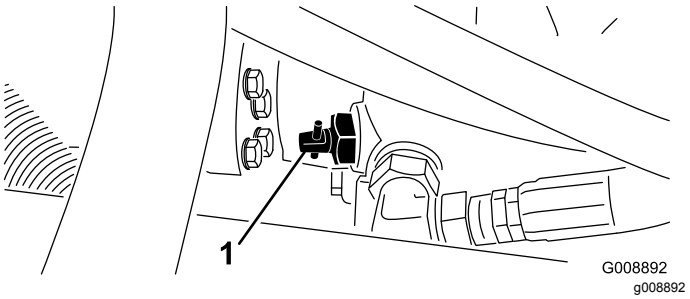

Figur 44
1. Find omløbsventilen på pumpen (Figur 44), og drej den 90°.